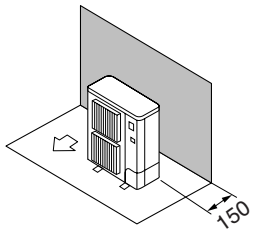

Fig. 3-5
① Hindernisse nur auf der Rückseite (Fig. 3-5)